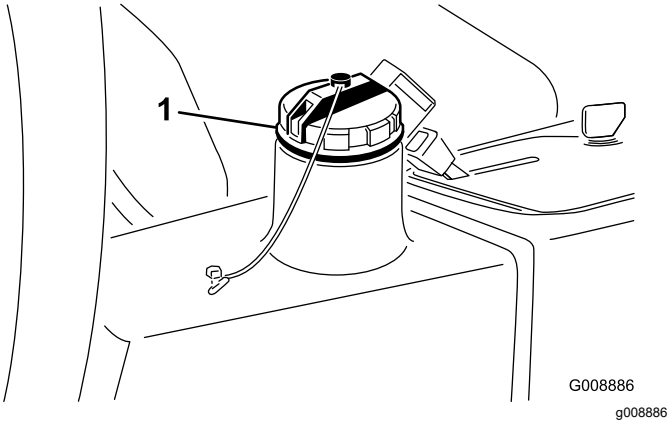

Figur 81
4. Fyld beholderen (Figur 81) med ca. 13,2 l hydraulikvæske. Se Kontrol af hydrauliksystemet (side 27).